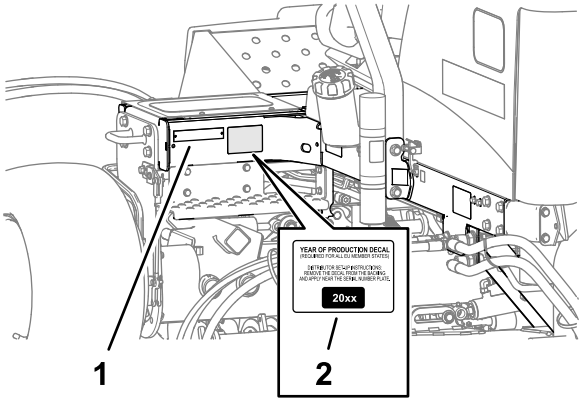

Figur 37
1. Torka av den vänstra ramen nära modell- och serienummerplåten med alkohol och låt ramen torka (Figur 37).
2. Ta bort skyddspapperet och fäst dekalen för tillverkningsår på ramen nära serienummerplåten enligt Figur 37.